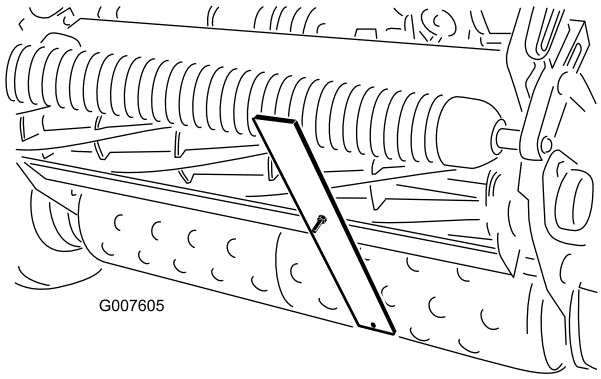

Figur 53
4. Haka på skruvhuvudet på underknivens skäregg och vila stångens bakände på den bakre valsen (Figur 53).